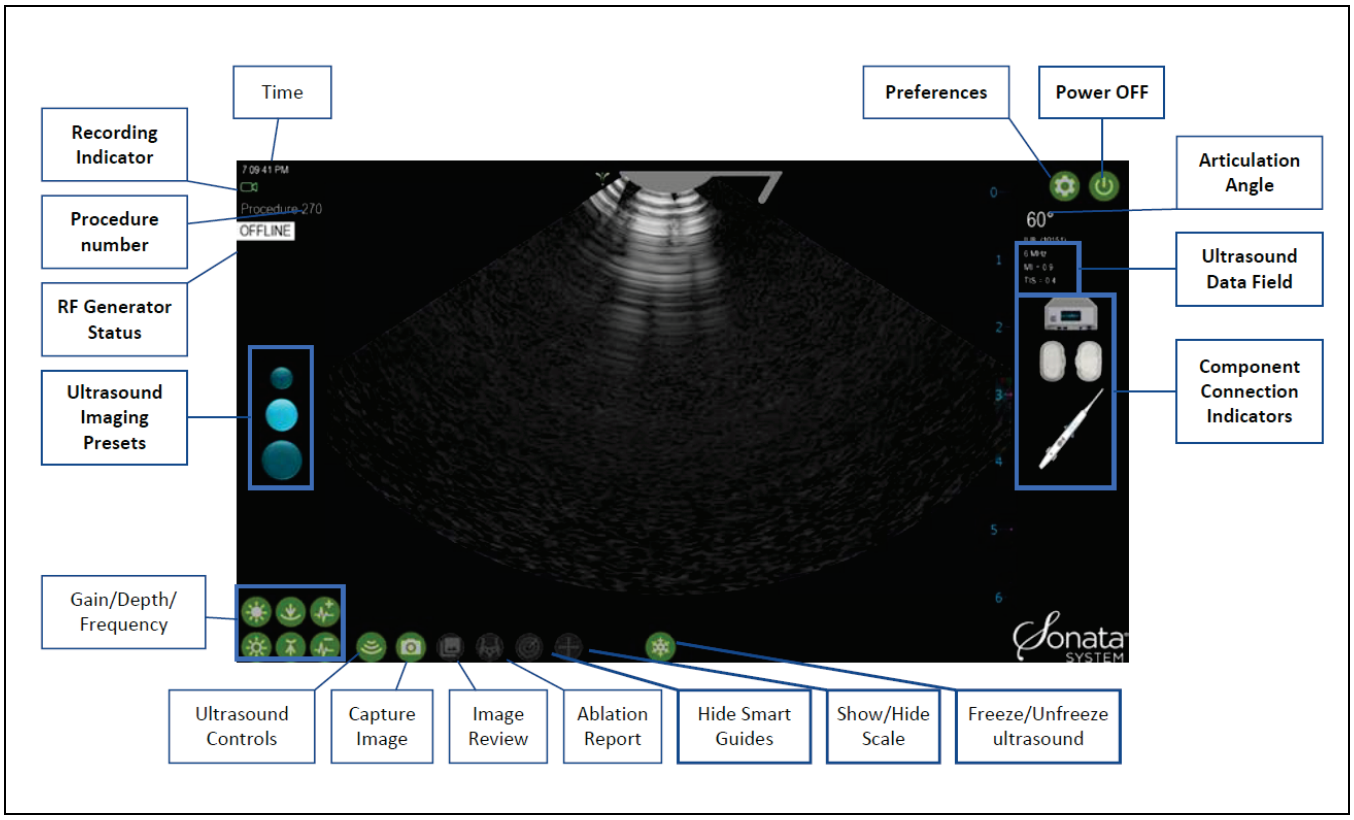

Figure 6-1. GGS user interface screen components.
- Click the "New Procedure" button, see Figure 6-1.